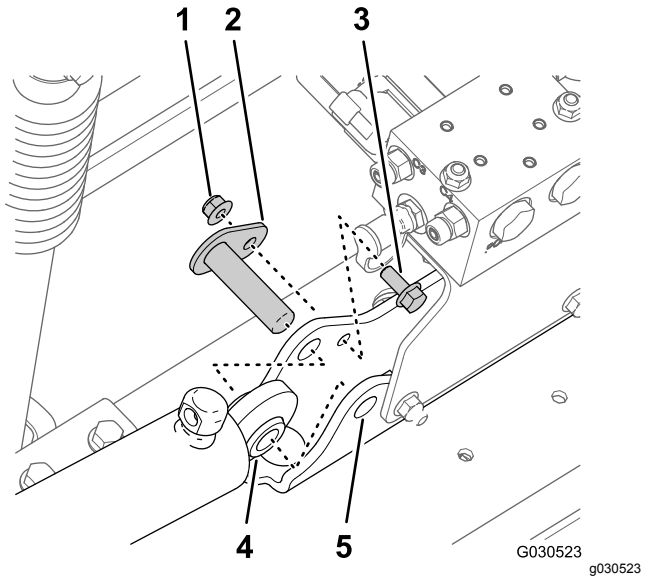

Figur 64
4. Ta bort flänslåsmuttern (5/16 tum) och flänsskruven (5/16 x 3/4 tum) som fäster svängtappen på cylinderfästet (Figur 64).
5. Ta bort svängtappen och lyftcylindern från maskinen (Figur 64).